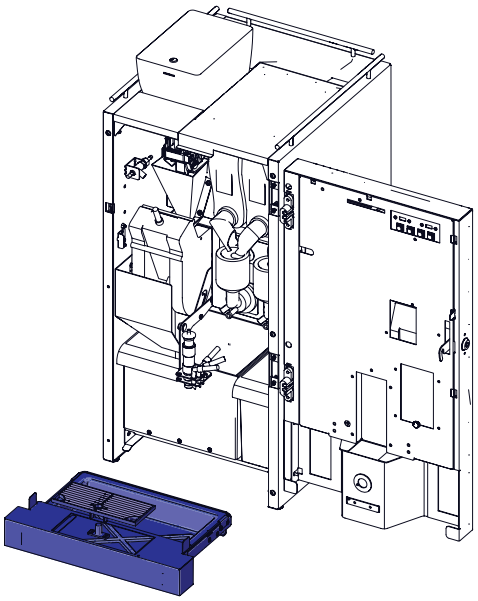

Рисунок 11.3
11.2.1.4 Поддон для капель и решётка поддона (см.рис.11.3)